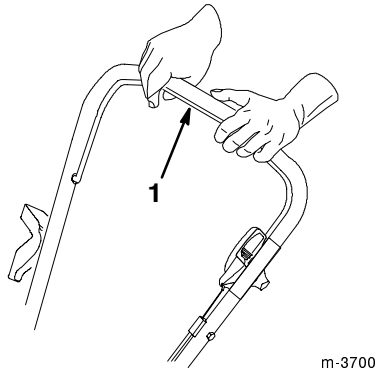

Figure 16
4. Squeeze the control bar to the handle (Fig. 16).